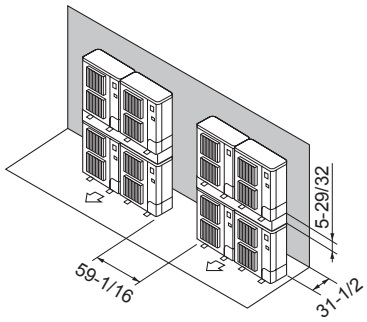

Fig. 3-17
⑦ Disposición de unidad apilada (Fig. 3-17)